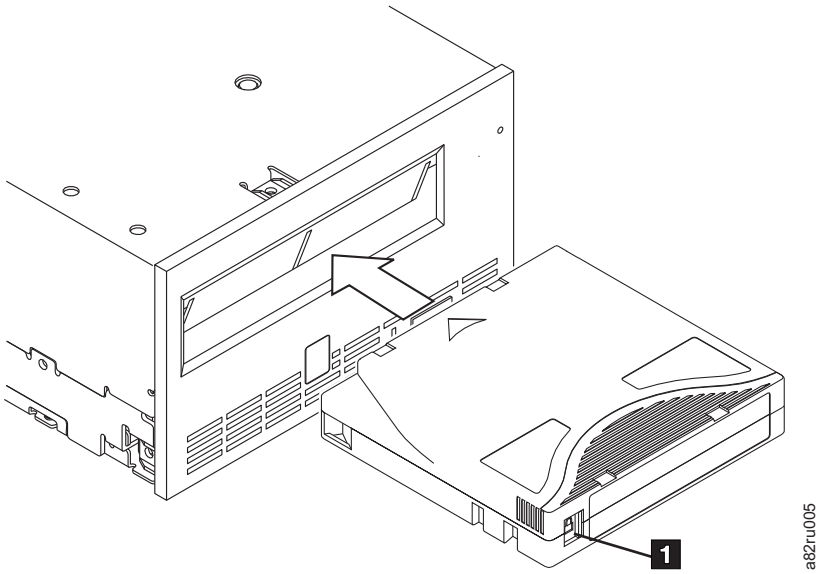

Figure D-2. Inserting a cartridge into the drive
3. Grasp the cartridge so that the write-protect switch faces you (see **1** in Figure D-2).